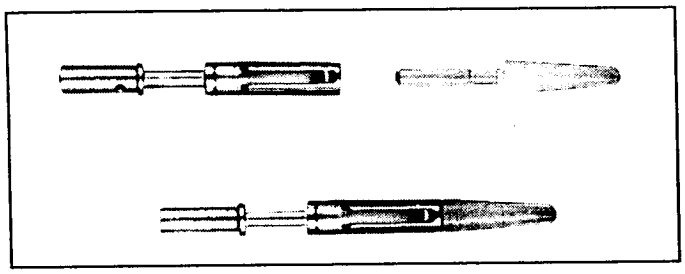

Figure 1
a. Using Table IV, determine the appropriate tool for contact insertion. Pilot pins may be used to assist in the installation of socket contacts. See figure 1. Pilot pins are available and can be ordered with reference to the following part numbers: 10-242758-16 for size 16 socket contact pilot pins, 10-242758-12 for size 12 socket pilot pins and 10-242758-8 for size 8 socket contact pilot pins. To assist in contact insertion, isopropyl alcohol may be applied to the pilot pins or pin contacts.